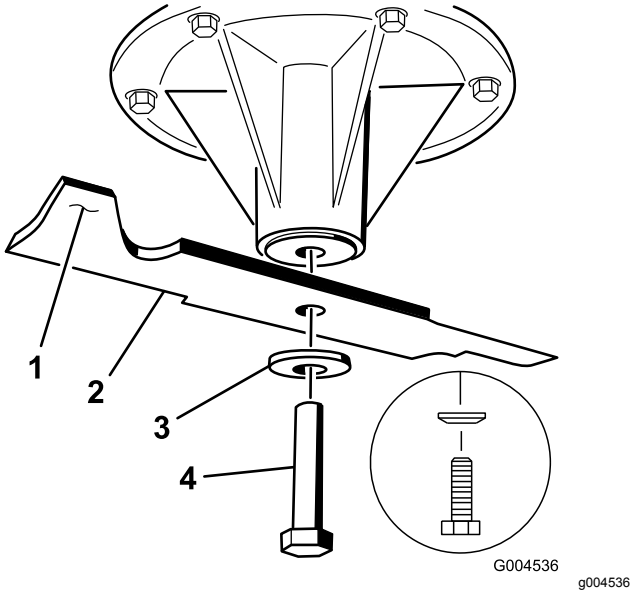

Figura 105
1. Instale la cuchilla en el eje (Figura 105).
2. Instale la arandela de muelle y el perno de la cuchilla (Figura 105).
Nota: El cono de la arandela elástica debe estar orientado hacia la cabeza del perno (Figura 105).